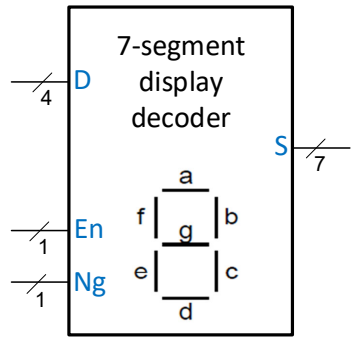

Figure 9: 7-Segment Decoder
In this section you will extend the **Four_bit_ALU** you implemented in the previous section to display the decimal value of its output on the 7-Segment Displays. You will need to utilize two of the displays: **HEX0** and **HEX1** using the decoder implemented in Lab 3 and shown in Figure 9. The decimal value depends on the operation performed by the ALU as explained in Table 2.
- $HEX0_D$ and $HEX1_D$ represent the 4-bit **D** inputs to be fed to the two 7-segment decoders (Figure 9).